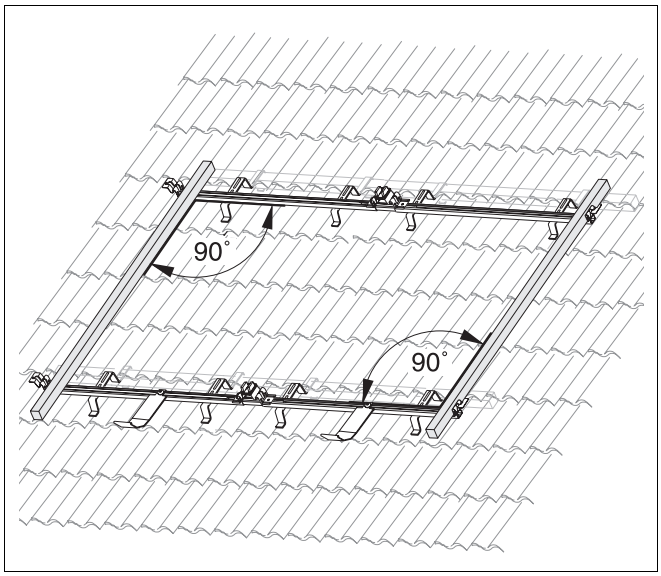

Afb. 24 Profielrails positioneren
- Positioneer de bovenste profielrails aan de zijkant eveneens in een insprong ten opzichte van de onderste profielrails (afb. 24).